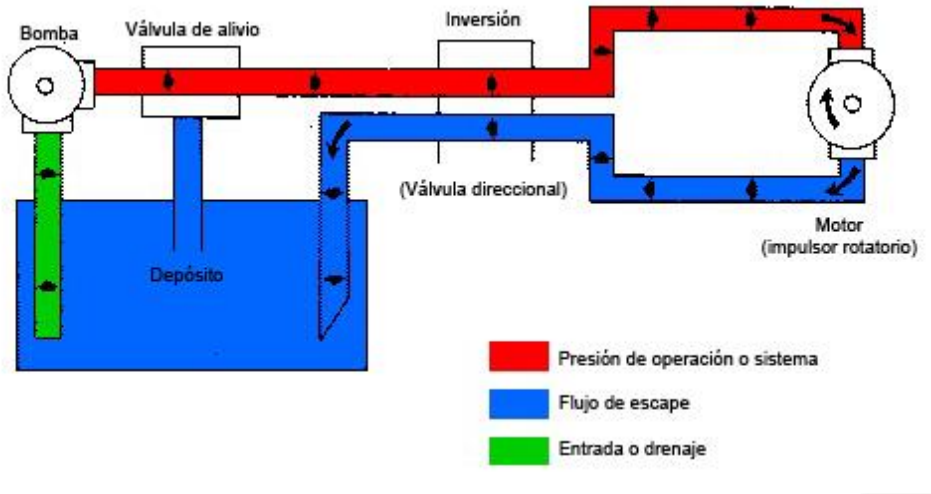

Figura 58
b. Motor- sistema de inversión. La Figura 58 muestra una bomba accionada por motor operando un motor rotativo reversible. Una válvula de inversión dirige el fluido a ambos lados del motor y de vuelta al reservorio. Una válvula de liberación protege el sistema en contra del exceso de presión y puede rodear la salida de la bomba hacia el reservorio, si la presión sube demasiado.